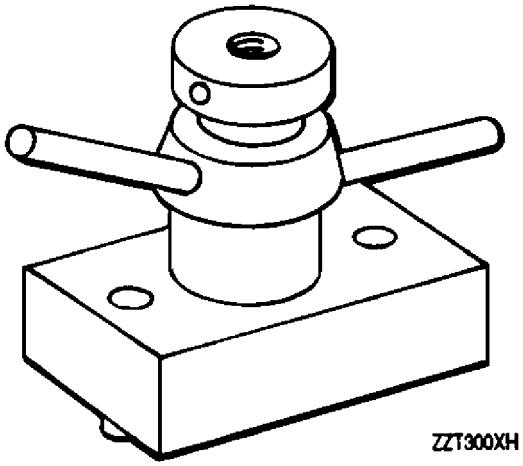

Figure 8. 6799377 Speed Sensitive Valve Plug Orifice Puller
n. Remove bolts (37) and separate valve body assembly (38), gasket (42) and mounting plate (41) from flyweight housing (36).
o. Remove preformed packing (40) from mounting plate and preformed packing (39) from flyweight housing (36).
p. Remove seal wire (14), nut (11), washer (10), preformed packing (9), internal retaining ring (13), air screen (12) and adjustable valve seat (8) from valve body (1).
q. Remove cotter pin (18), nut (17), washers (15 and 16), poppet valve (7), valve actuating piston (6) and compression helical spring (5) from valve body (1).
r. Remove orifice plug (4) from valve body (1) using 6799377 puller (figure 8).